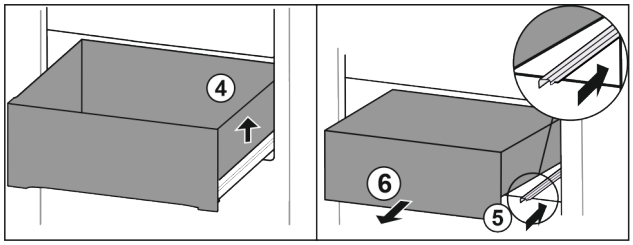

*Fig. 128*
- ▶ Lade rechts optillen. *Fig. 128 (4)*
- ▶ Rechter rail erin schuiven. *Fig. 128 (5)*
- ▶ Lade naar voren toe verwijderen. *Fig. 128 (6)*